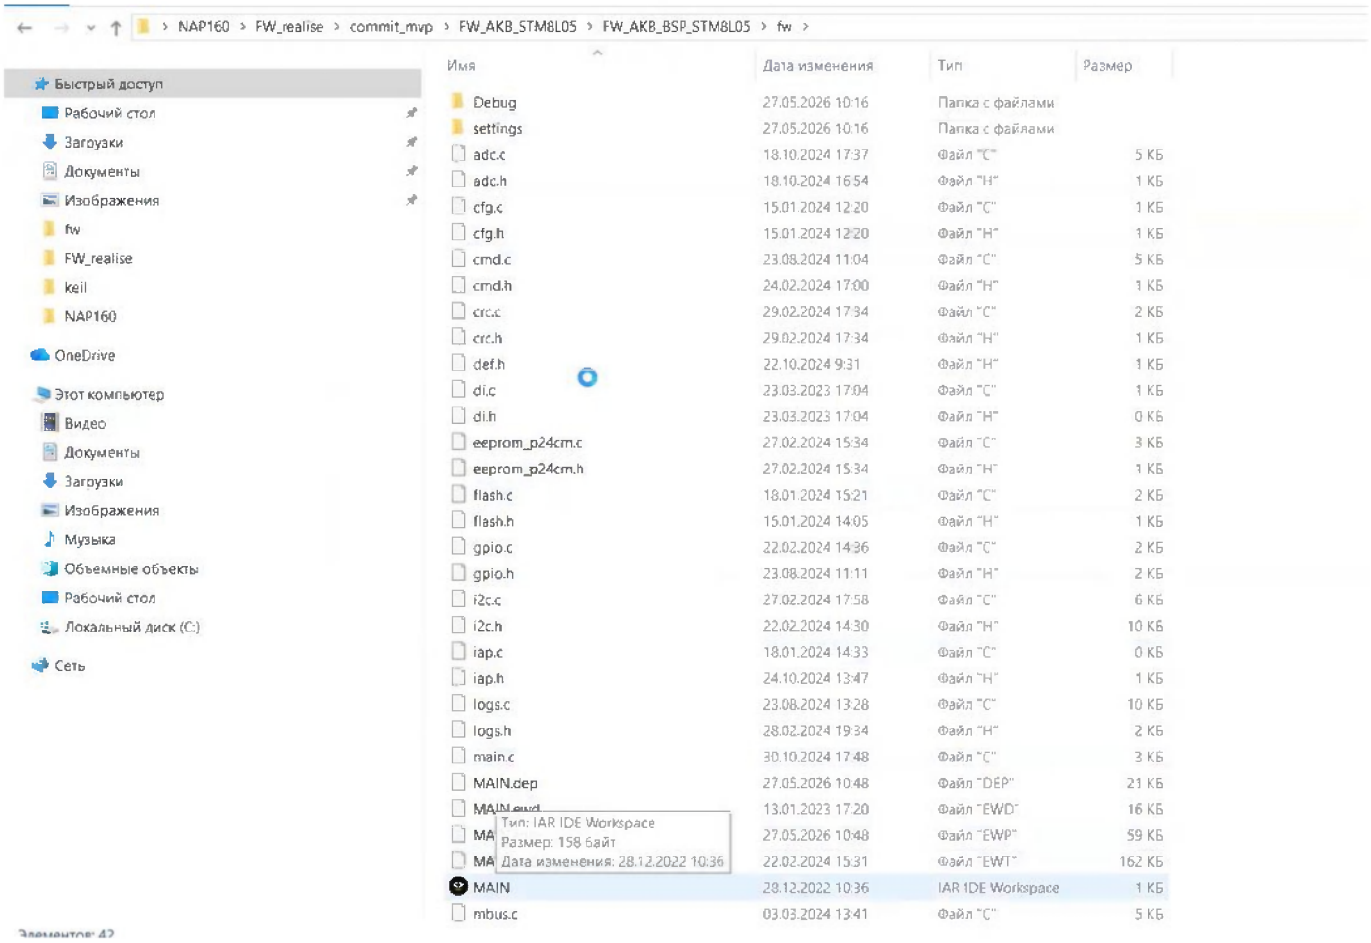

Рисунок 18
4.4.1 Отрыть проект функциональной части, обычно: C:\Рабочий стол\NAP160\FW_realise\commit_mvp\FW_AKB_STM8L05\FW_AKB_BSP_STM8L05\fw\MAIN (Рисунок 18).